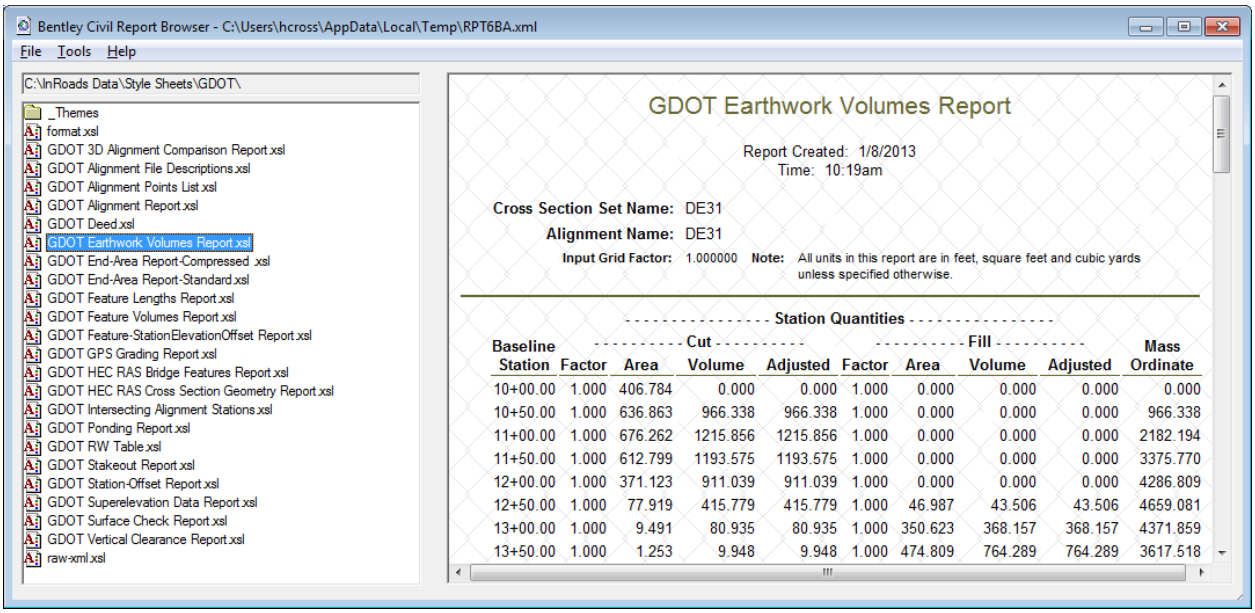

Figure L14-14 Bentley InRoads Report Browser
25.	**Open the Bentley Civil Report Browser.** • In the **Cross Sections** dialog, click **Apply** and click **Close** to exit the **Cross Sections** dialog. The **Bentley Civil Report Browser** opens similar to that shown in *Figure L14-14*.